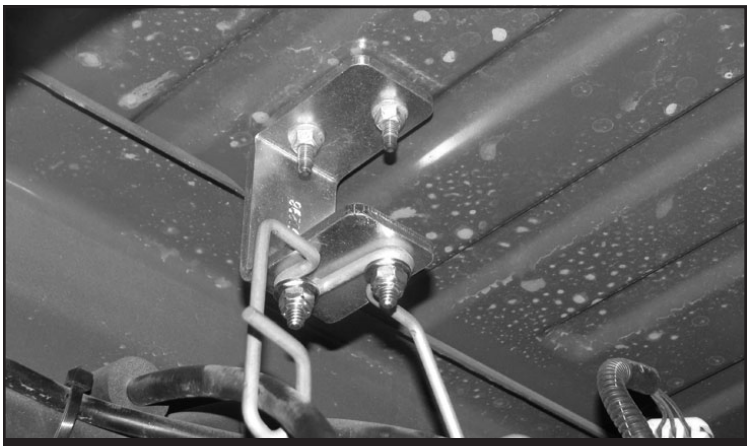

FIGURE 32 - STEP 26
26. Locate FT50298 E-Brake Bracket and supplied ¼” hardware. Position the bracket to the factory mounting position and attach with the factory hardware. Attach the factory bracket to the new Fabtech bracket with the ¼” hardware. Torque to 10 lbs. **SEE FIGURE 32**